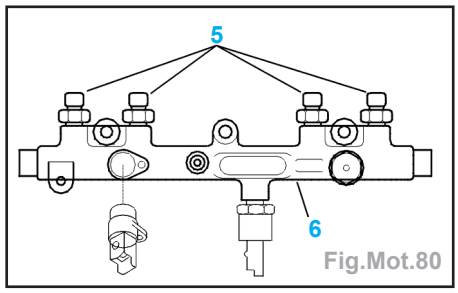

Fig.Mot.80
- Ne pas dissocier les raccords (5) de la rampe d'alimentation (6) (dysfonctionnement) (Fig.Mot.80).